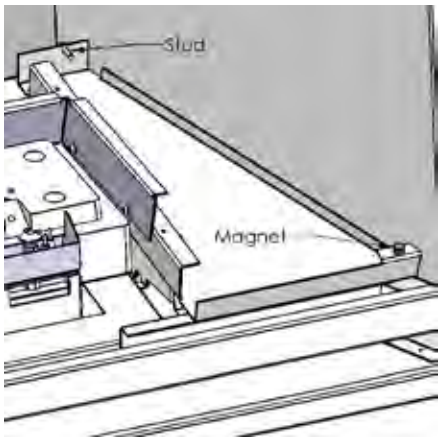

Figure 48: Permanent Magnet on Right Burner Cover Support.
10. Install the Glass Burner Cover Support Kit to the Right Burner Support using three (3) T-20 Torx screws supplied. Install the Support Kit to the Left Burner Cover Support as you've done on the right side.
11. Place one of the Permanent Magnets provided on the front edge of the Burner Cover Supports as shown in Figure 48.
12. The Burner Cover has two (2) slots, one the either side of the rear flange (refer to Figure 49). These slots fit over the two (2) studs in the burner cover support (refer to Figure 48) to keep it in place.